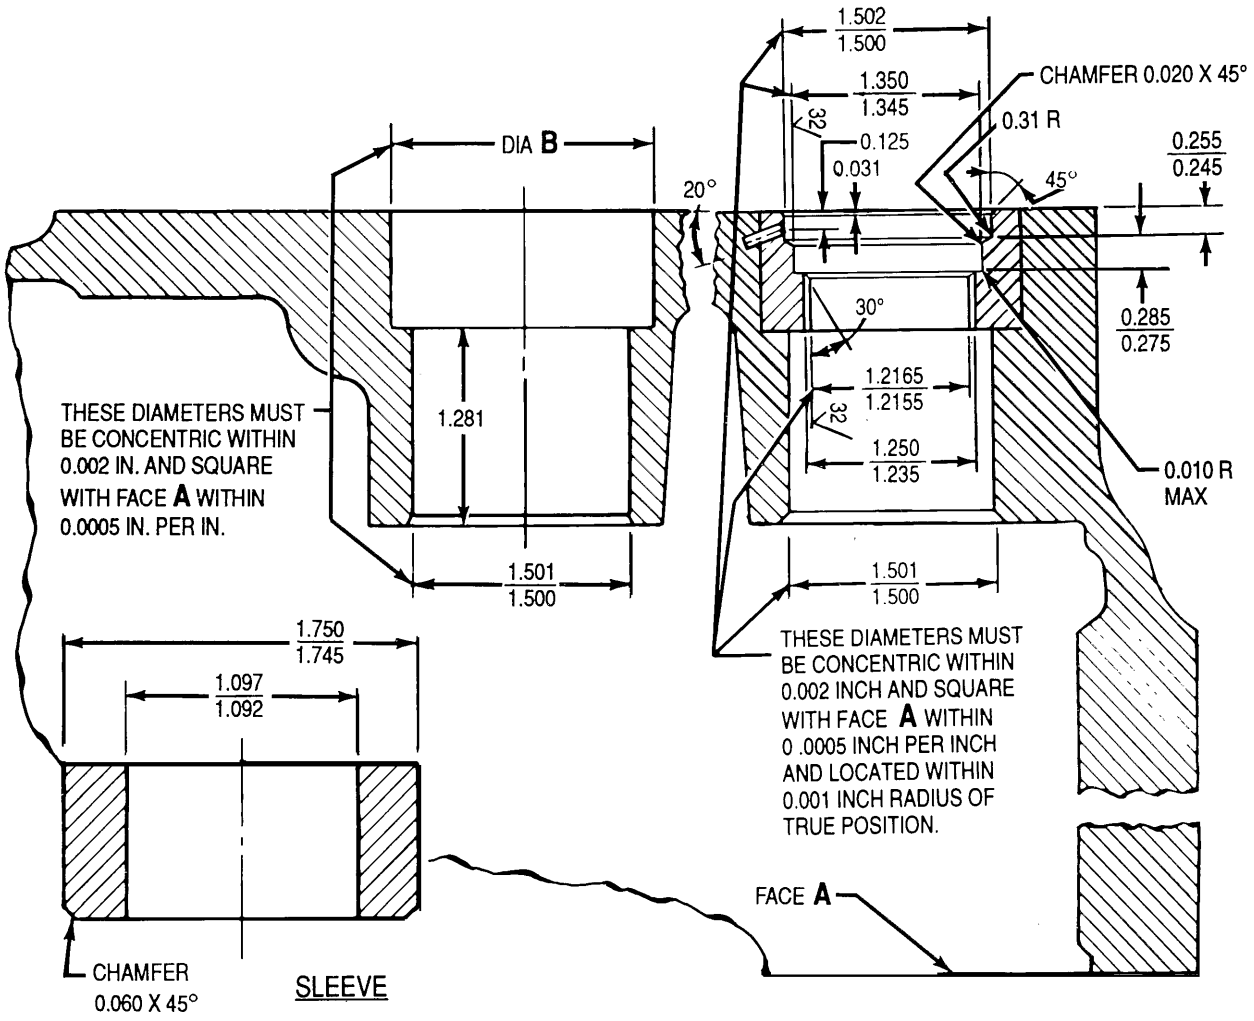
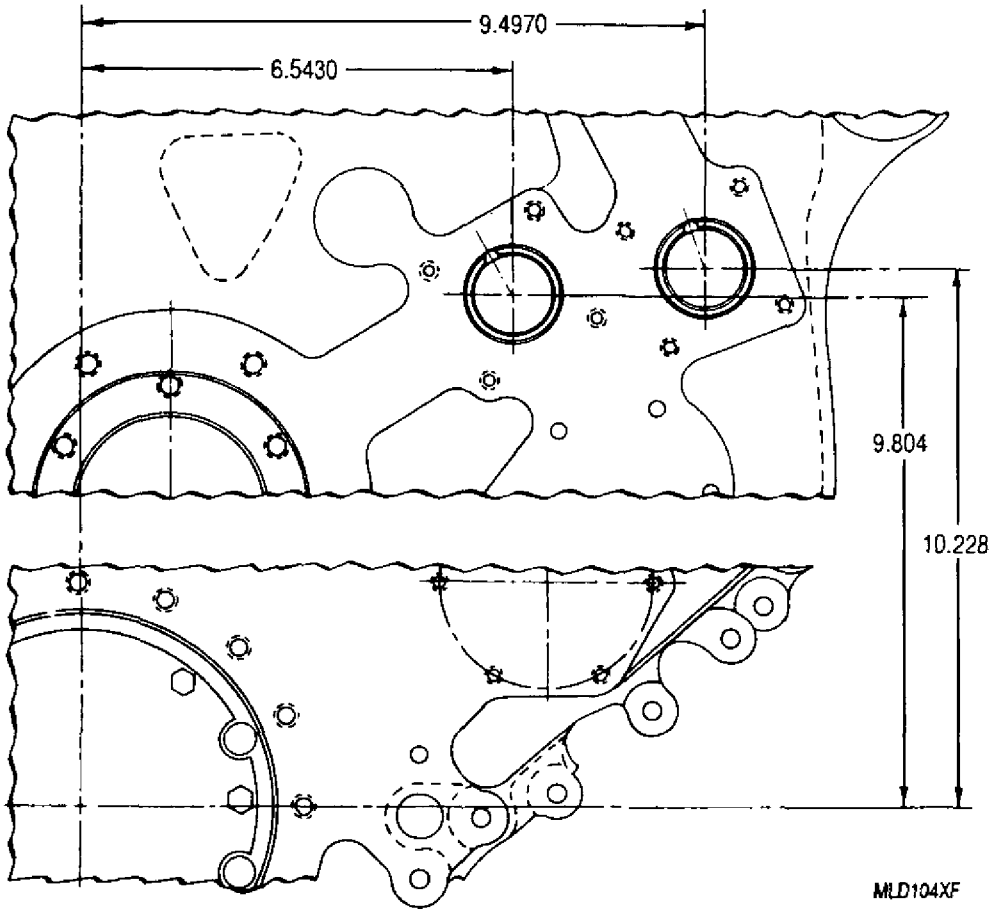

Figure 1. Tachometer Mounting Pad Bore Repair
Figure 2. Tachometer Mounting Pad Bore Locating Dimensions
8. Tachometer Pad Bore − Repair. (figures 1 and 2) This procedure applies to both tachometer pads.
a. Fabricate a repair sleeve of either aluminum or magnesium as shown (figure 1).
b. Locate tachometer seal bore as shown (figure 2). Machine Dia B (figure 1) to provide a 0.002 − 0.003 in. tight fit with repair sleeve.
e. Locate tachometer seal bore (figure 2) and finish machine sleeve to dimensions shown (figure 1). Machine sleeve flush to 0.001 in. below mounting pad surface.